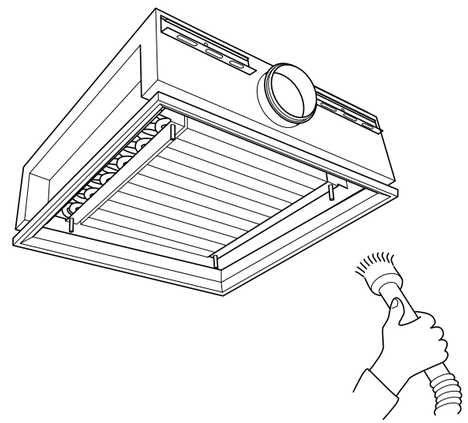

FIGURE 30
3) Vacuum the coil with a vacuum brush attachment every 5-10 years, or as needed. (See **FIGURE 30**)